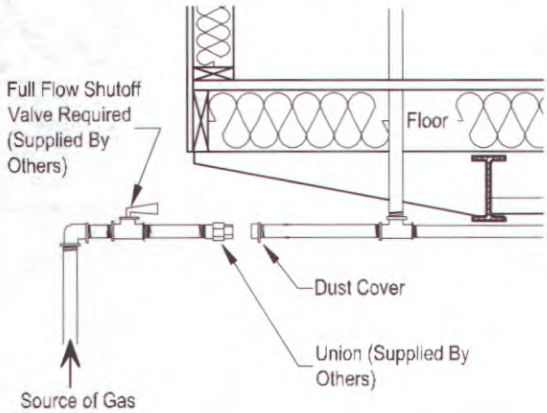

Figure 85. *Gas service connection*
3. **Remove cap.** Remove the protective cap from home inlet pipe and install a full flow shut-off valve at the supply inlet (**Figure 85**).